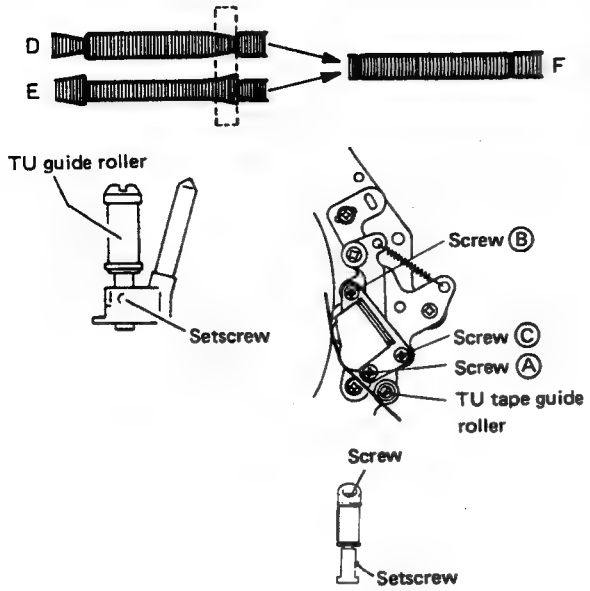
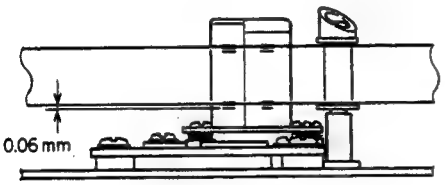

Fig. 2-45 Drum output adjustment
Fig. 2-46 A/C head height
6. If the waveform appears as shown by D or E of Fig. 2-45, adjust the take-up guide roller height to obtain a linear waveform as shown by F.
8. Confirm that the A/C head assembly height with respect to the tape and transport is as shown in Fig. 2-46. If necessary, adjust by turning screws Ⓐ, Ⓑ and Ⓒ by equal amounts. Fig. 2-45.